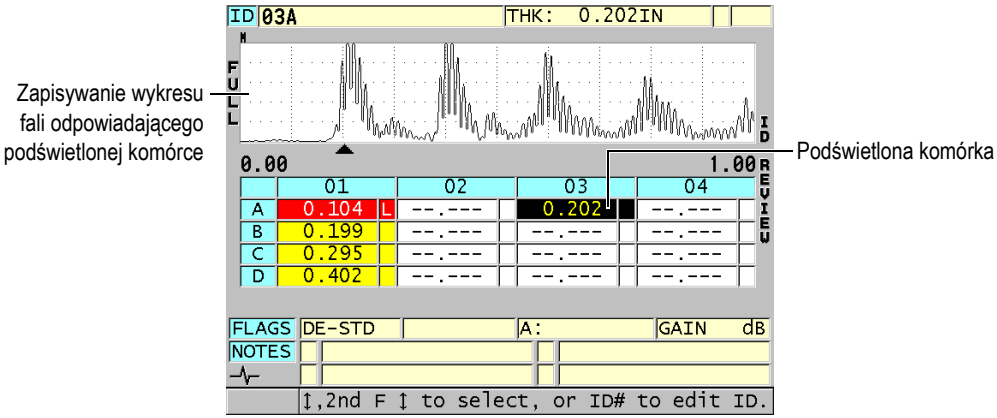

Rysunek 10-13 Podświetlona komórka tabeli bazy danych na ekranie przeglądu według identyfikatorów
3. Na ekranie przeglądu według identyfikatorów (patrz Rysunek 10-13 na stronie 182):